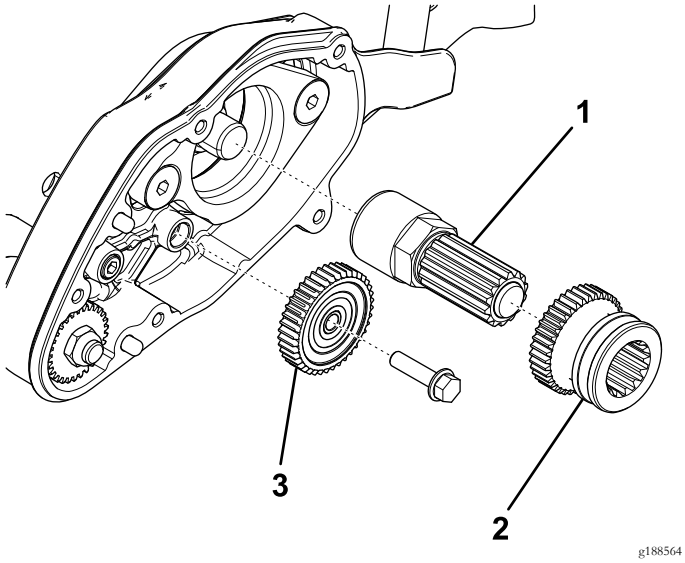

Figura 2
4. Retire el engranaje intermedio de 40 dientes (Figura 2).
5. Retire el engranaje de arrastre y el eje de la extensión del eje del molinete (Figura 2).